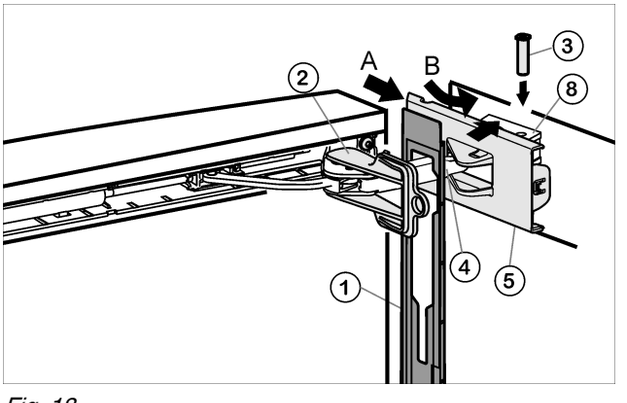

*Fig. 18*
▶ Accrocher le panneau *Fig. 18 (1)* sur l'étrier de l'amortisseur *Fig. 18 (4)*, de telle sorte à ce que l'ergot d'encliquetage pointe vers l'intérieur et la face avant de l'appareil.
▶ Pousser le cache *Fig. 18 (5)* depuis l'extérieur (A) et le faire pivoter au-dessus de l'élément pivotant *Fig. 18 (8)* (B).
▶ Poser le cache *Fig. 18 (5)* et l'encliqueter jusqu'au premier enclenchement.
▶ Tirer l'étrier de l'amortisseur *Fig. 18 (4)* vers l'élément pivotant et enfoncer à nouveau le pivot *Fig. 18 (3)* à partir du haut, de telle sorte à ce que le carré repose dans l'évidement.
▶ Bloquer maintenant le cache *Fig. 18 (5)* complètement sur l'élément pivotant *Fig. 18 (8)*.
▶ Retirer le dispositif d'arrêt *Fig. 18 (2)* en le tournant.
▶ Faire encliqueter le panneau *Fig. 18 (1)* à la porte.